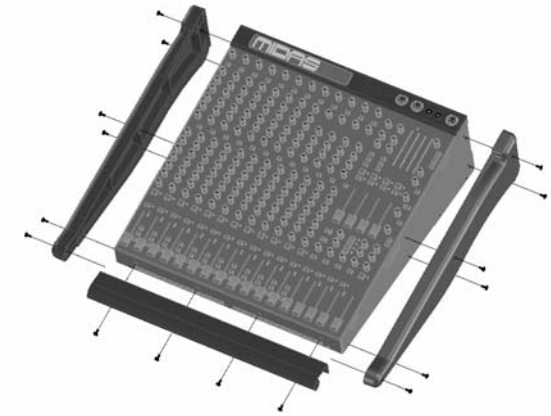

fig. 4
2. Dévissez les 16 vis montrées sur la fig. 4 à l'aide du tournevis Torx et enlevez les deux montants en plastique ainsi que les repose-bras. Conservez ces pièces et les vis pour un usage ultérieur.